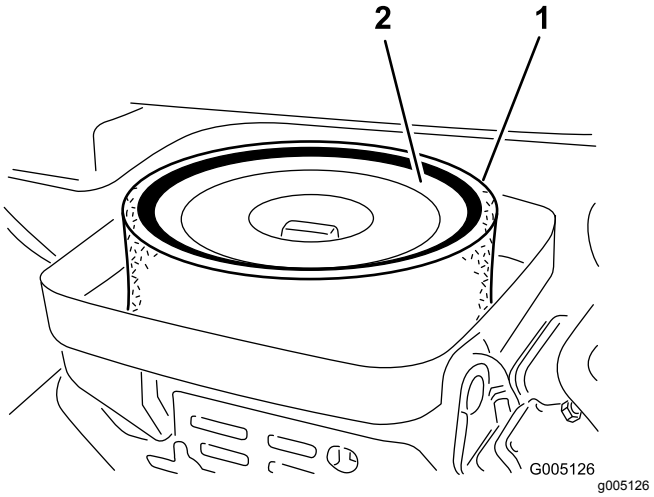

Figur 45
3. Hvis skumelementet er skittent, fjerner du det fra papirelementet (Figur 45). Rengjør den grundig, som følger: